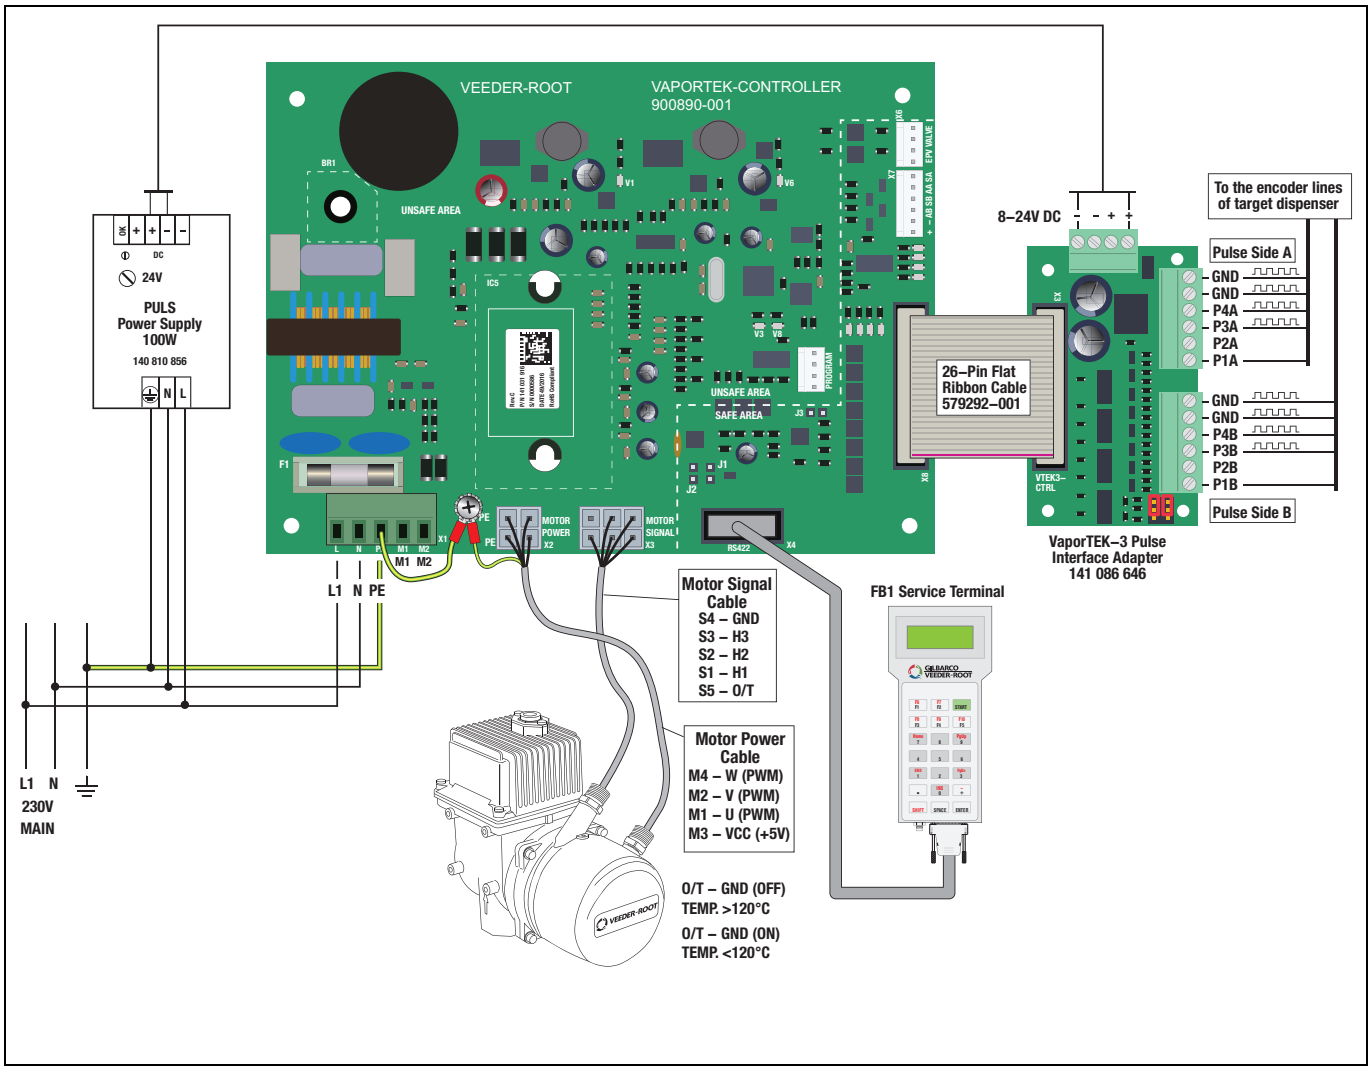

Figure 16. VaporTEK System - Liquid Pulse Signal Input
3. VaporTEK with Pulse Signal for Non E500S Dispensers - Requires VaporTEK Pulse Adapter Interface (see Figure 16).
6. VaporTEK with low Voltage hook signal with relay switches (see Figure 16)